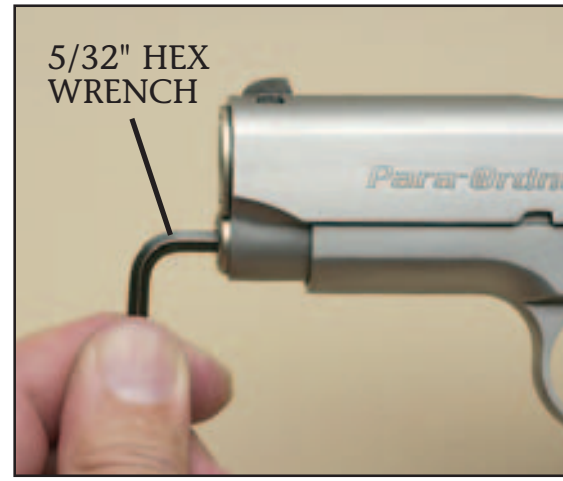

Figure 26
STEP 7. Replace the front section of the recoil guide through the center of the plug, and using the hex wrench, screw the front section firmly in place (***Figure 26***).